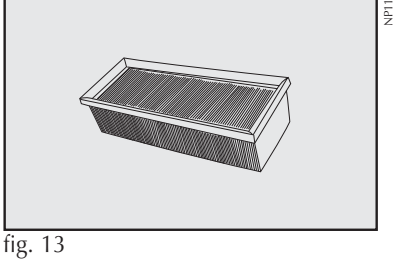

fig. 13
- Remover o elemento filtrante **fig. 13**;